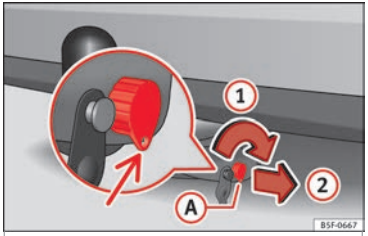
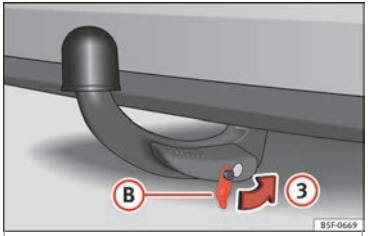

Fig. 183 Locking the lock.
Fig. 184 Placing the cover over the lock.
- Turn key (A) in the direction of arrow (1) until the part of the key with the holes reaches the bottom position ›› Fig. 183.
- Remove the key in the direction of arrow (2).
- Place cover (B) in the lock in the direction of arrow (3) ›› Fig. 184 ›› ❗.